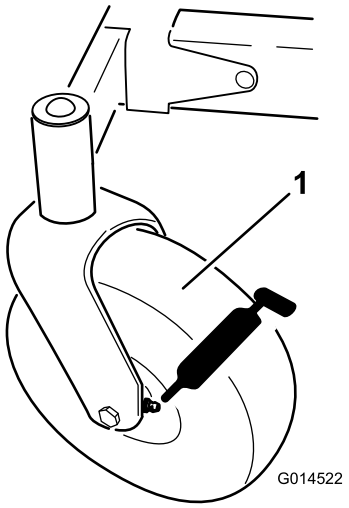
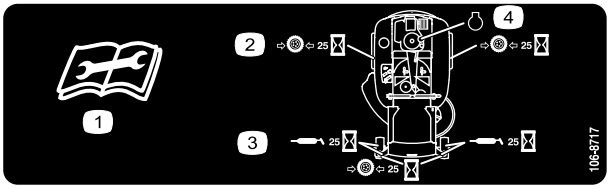

Figur 34
Figur 35
3. Torka av smörjnipplarna (Figur 34 och Figur 35) med en trasa. Skrapa av eventuella färgrester från nipplarnas framsida.
4. Sätt en fettspruta på varje nippel (Figur 34 och Figur 35). Pumpa in fett i nipplarna tills det börjar tränga ut ur lagren.